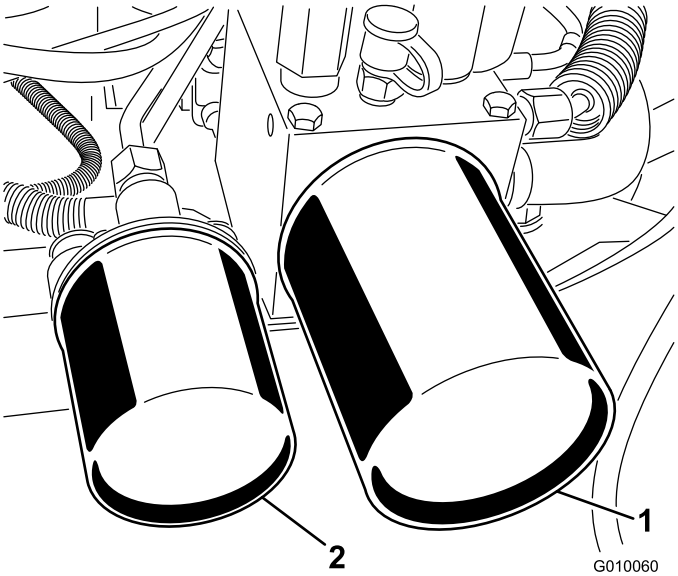

Figur 60
2. Sätt ett avtappningskärl under filtren, ta bort de gamla filtren och torka filteradapterns packningsyta ren (Figur 60).